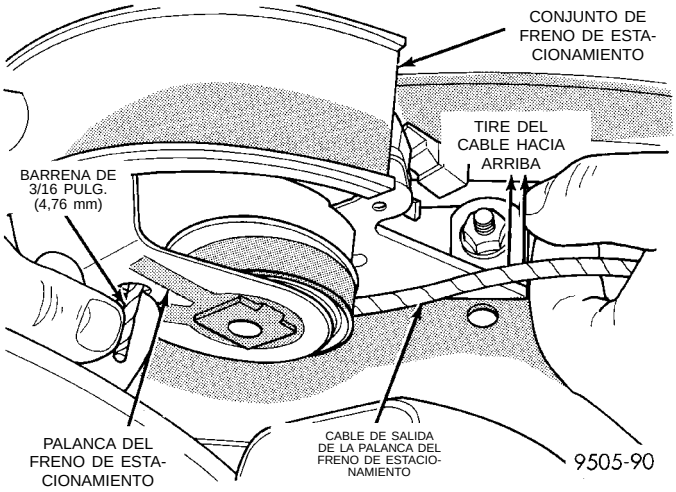

Fig. 8 Cerrador instalado en el mecanismo del freno de estacionamiento
(7) Baje la palanca manual del freno de estacionamiento.
(8) Sostenga con la mano el cable de salida de la palanca de freno de estacionamiento y tire de él hacia arriba, continue tirando hacia arriba hasta que se pueda emplazar una barrena de 3/16 pulg. (4,76 mm) entre el mango y el sector de engranaje del mecanismo de freno de estacionamiento. (Fig. 8). Esto bloqueará el mecanismo del freno de estacionamiento y le quitará tensión a los cables del dicho freno.